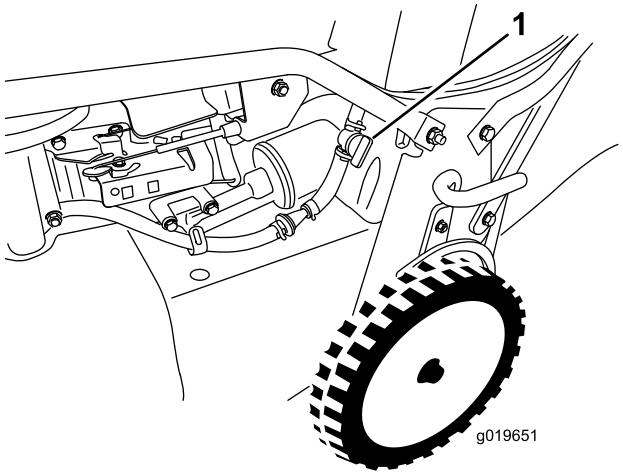

Figur 19
2. Åpne drivstoffavstengingsventilen (Figur 19).